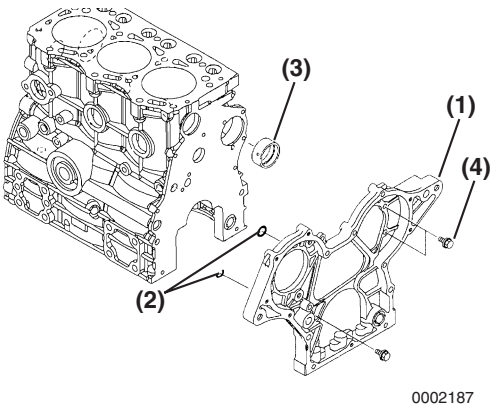

Figure 6-95
1. If removed, install a new camshaft bushing **(Figure 6-95, (3))** using the appropriate service tool.
3. Reinstall dowels and new O-rings **(Figure 6-95, (2))**.
4. Reinstall the gear case **(Figure 6-95, (1))**. Tighten the bolts **(Figure 6-95, (4))** to the specified torque.